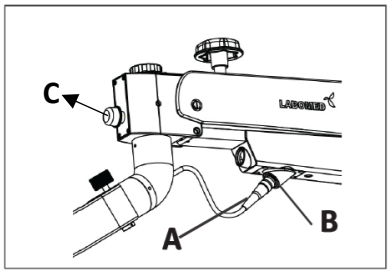

Fig. 42a
2. **Set Potentiometer knob C (Fig 42a) at mid range.**
3. **Connect 4 Pin connector A to B to power up the LED System of Microscope. Refer Fig. 42a.**